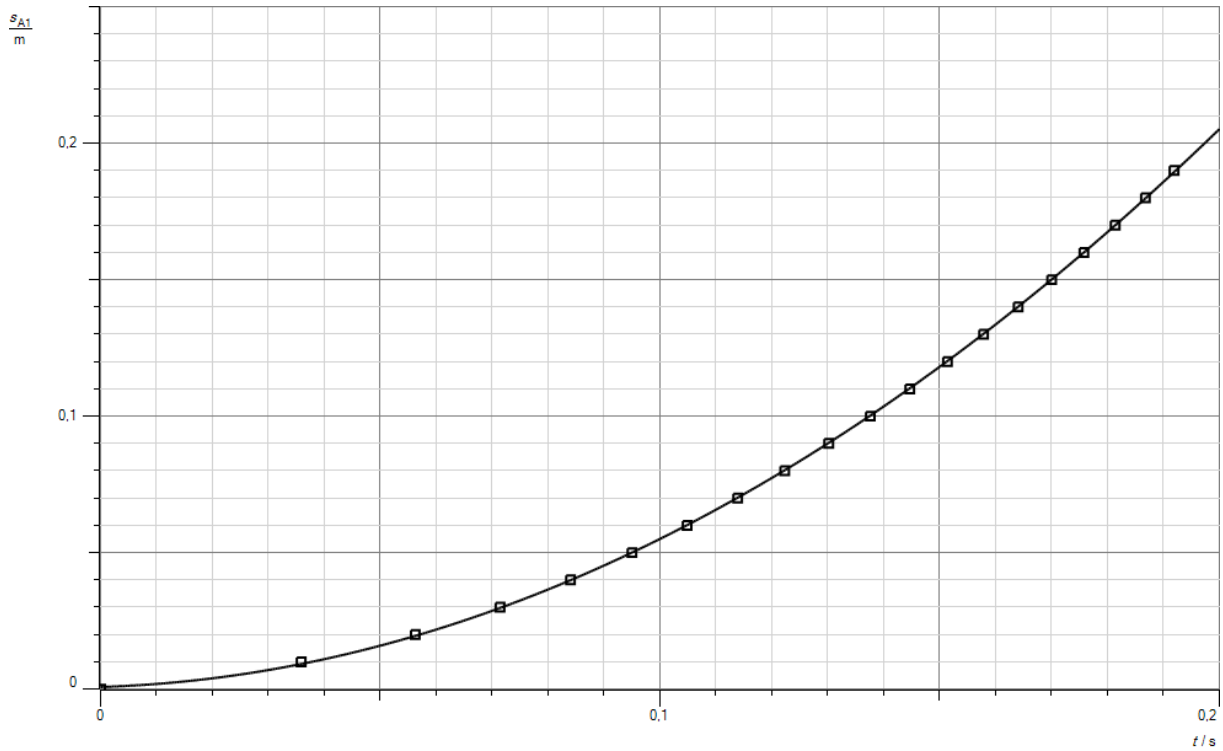

Abb.1: Weg-Zeit-Diagramm
Man erhält z.B. die Messkurven in Abb. 1 und 2.
b. Die Wegmesswerte lassen sich durch eine Parabel sehr gut beschreiben (s. Abb.1). Die Steigung beträgt c_1 = 4,80 m/s^2.